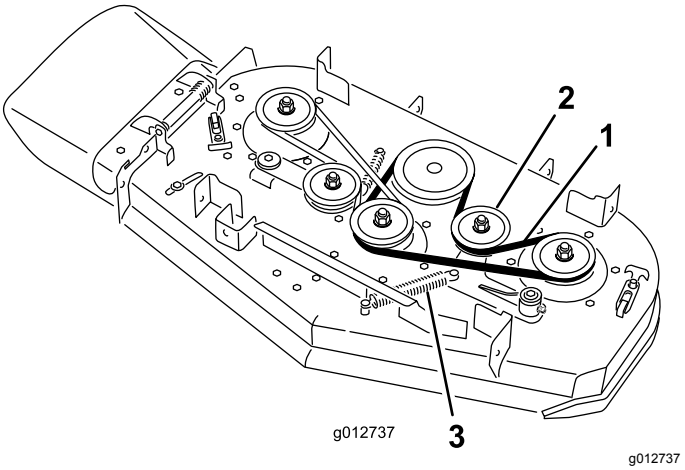

Figuur 65
A. Verwijder de veer van de ankerpost op de arm van de spanpoelie (Figuur 65).
B. Verwijder de versleten drijfriem (Figuur 65).
C. Plaats een nieuwe drijfriem om de poelies van het maaidek, de koppelingspoelie, en de spanpoelie (Figuur 65).